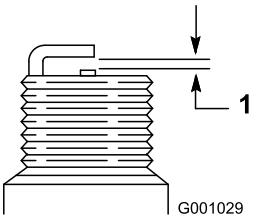

Figur 24
4. Justera elektrodgapet på det nya tändstiftet till 0,76 mm enligt Figur 24.